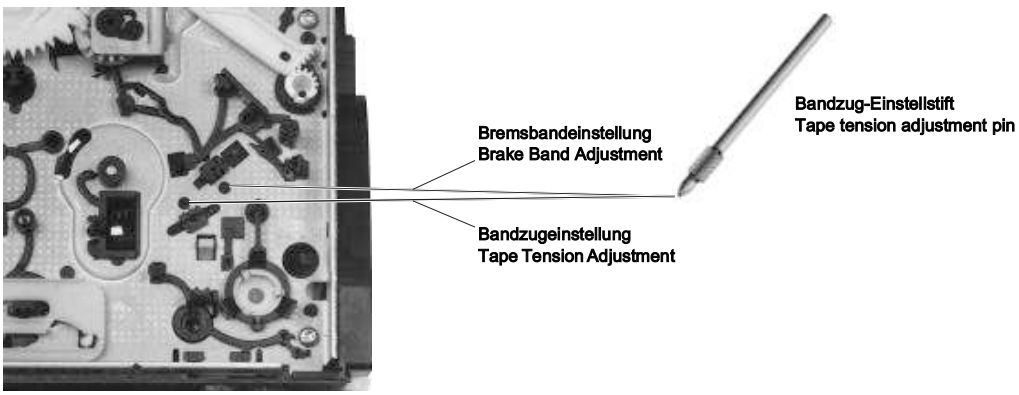
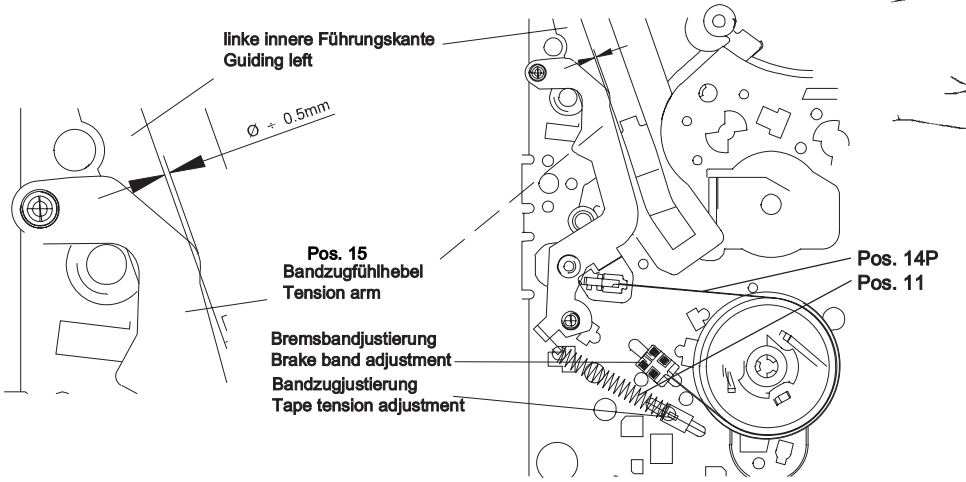

Fig. 26
Fig. 27
– Mittels Bandzug-Einstellwerkzeug (von der Unterseite des Laufwerks, Fig. 26) das Bremsband (Fig. 27, Pos. 14P) so einstellen, daß die Nase des Bandzugfühlers (Pos. 15) deckungsgleich mit der linken inneren Führungskante der Führung links ist (Fig. 27).
– Mit dem Bandzug-Einstellwerkzeug die Feder (Fig. 27, Pos.11) auf einen Bandzug von 0,24N ±0,02N (24g ±2g) einstellen (Fig. 27).
– Adjust the brake band (Fig. 27, Pos. 14P) by means of the tape tension adjustment tool (from the underside of the tape deck, Fig. 26) so that the edge of the elbow of the tape tension arm (Pos. 15) overlaps with the left inner edge of the left guide (see Fig. 27).
– Adjust the spring (Fig. 27, pos.11) to a tape tension of 0.24N ±0.02N (24g ±2g) by means of the tape tension adjustment tool (Fig. 27).